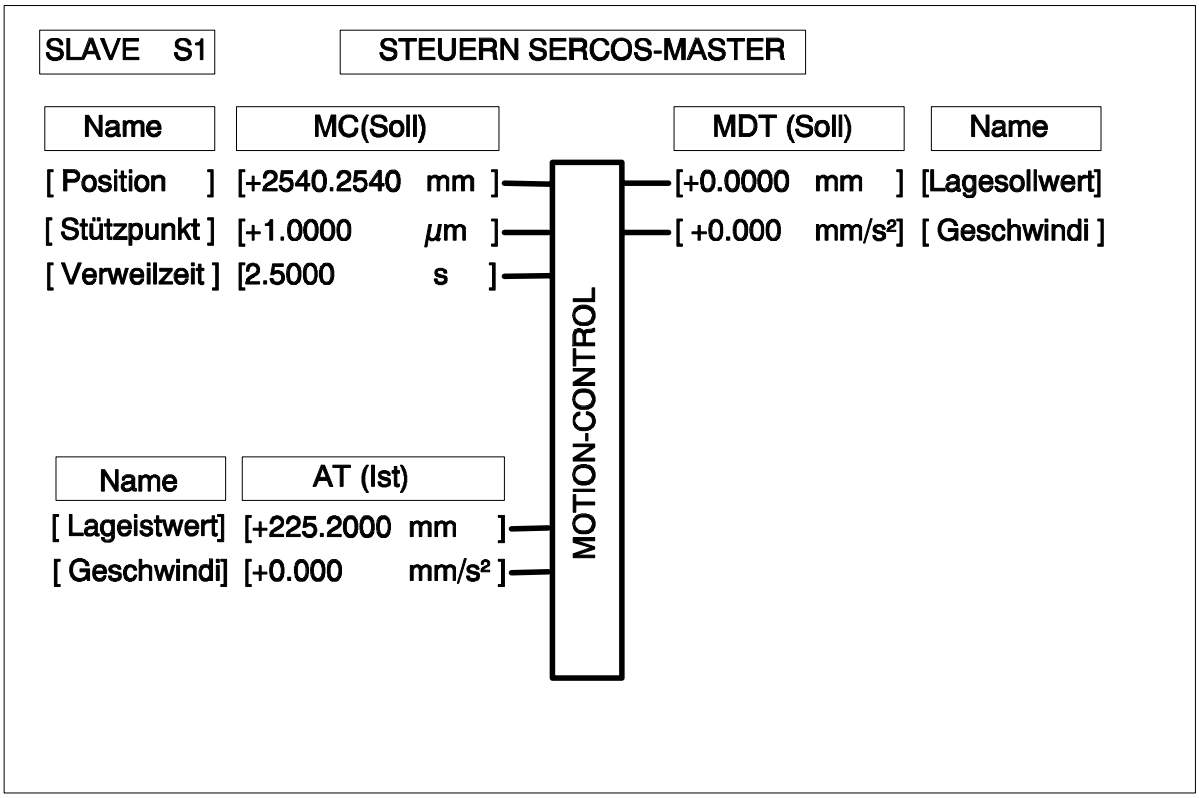

Fig. 3-3: Motion-Control Box
Fig. 3-3 shows the Motion-Control-Box with your configuration. The display also shows the actual values from the drive telegram (AT). To change MC-data or MDT-data (i.e. to control these) you must quit from the status display and move the cursor into the respective data fields. Here you can enter changes by overwriting existing data or inserting new data. Press "ALT-C" to accept any modified MC-data and to have submit the modifications for processing by your Motion-Control program. Modified MDT-data is accepted by means of the "ALT-D" keys and it is transferred directly into the master telegram (MDT).